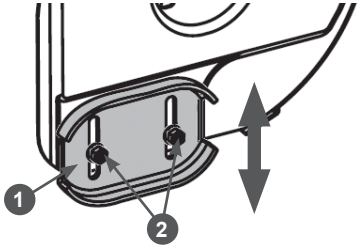

Рис. 34 Регулировка высоты забора снега
2. Открутите гайки 2 крепления полозка 1 на 1-2 оборота и установите полозок на необходимую высоту (Рис. 34). Снова затяните гайки.